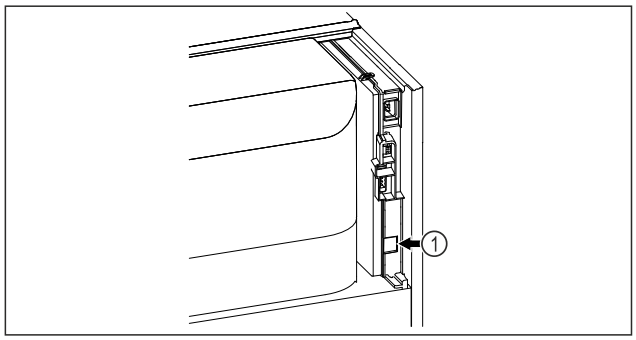

Fig. 48
❑ SmartModule *Fig. 48 (1)* is geplaatst.